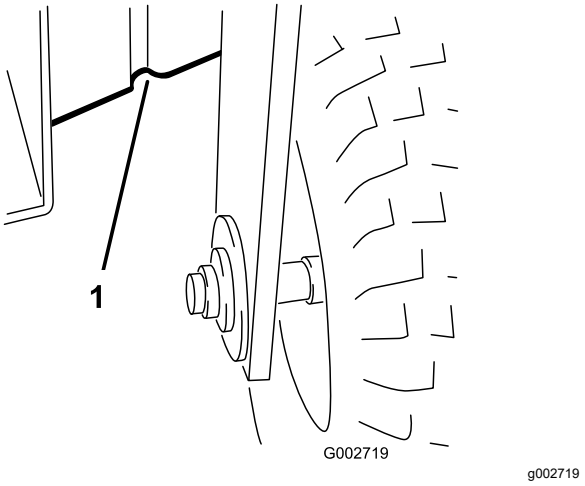

Figur 18
- Forrest – under stellet bag forhjulet (Figur 18).